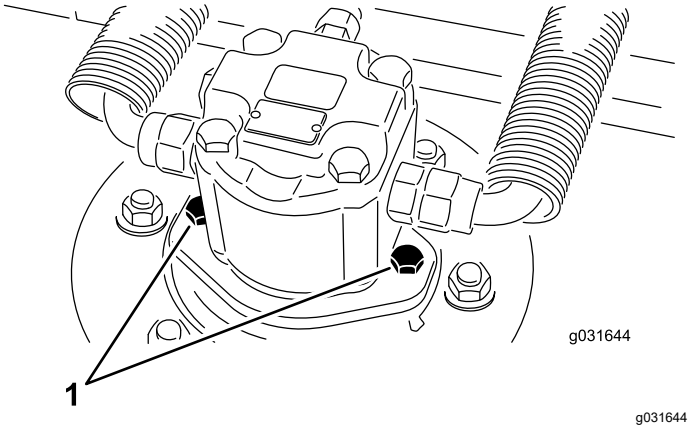

Figur 68
2. Lossa hydraulmotorns fästskruvar, koppla ur hydraulmotorn och demontera den från klippenheten (Figur 68).
4. Montera hydraulmotorn på klippenheten med hjälp av hydraulmotorns fästskruvar (Figur 68).